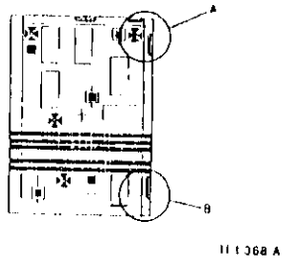

Рисунок 3. Проверка перекоса
3. (Рисунок 3) С помощью DADF изготовьте несколько копий формата A4 LEF и проверьте перекос. Обратитесь к COS 8 и COS 9.1.
ПРИМЕЧАНИЕ: Приведенные ниже таблица и рисунок 3 показаны только для примера. Полностью перечень допусков на перекос дан в COS 8.
Перекос всегда измеряется по передней кромке, независимо от ориентации бумаги (рисунок 3). Указанные в таблице значения допусков представляют собой разности между количеством линий в области A и количеством линий в области B, отмеренных от передней кромки.